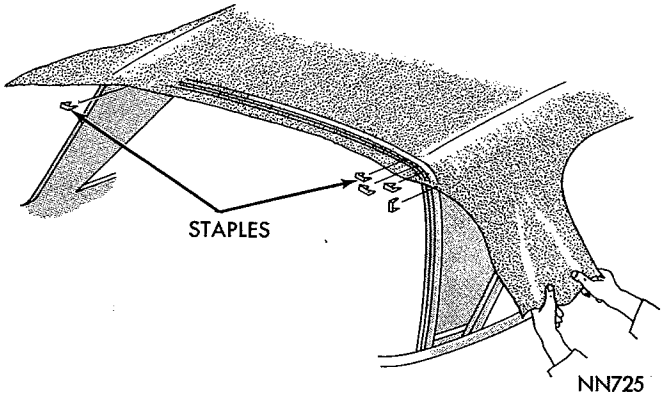

***Fig. 4—Positioning Cover on Roof Extension***
(13) Position cover to the Signet roof panel extension (Fig. 4) making certain all wrinkles are removed.